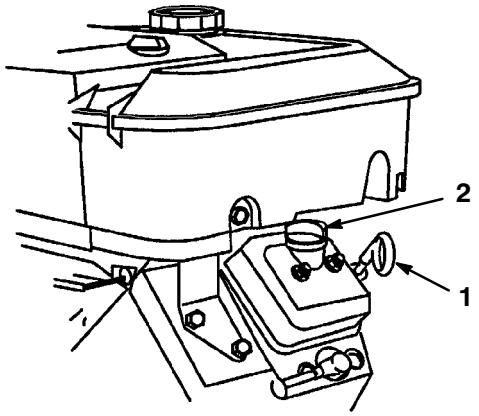

Figure 2
2. Remove dipstick and wipe it with a clean rag (Fig. 2). Insert dipstick into tube and make sure it is seated fully. Remove dipstick and check level of oil.
3. If oil level is low, remove filler cap from valve cover (Fig. 2) and pour oil into opening until the oil level is up to the "FULL" mark on the dipstick; refer to Engine Oil, page 20, for proper oil type and viscosity. Add the oil slowly and check the level often during this process. **Do not overfill.**